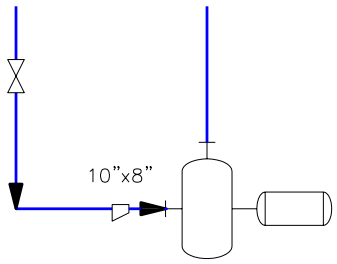

Figure 2-79 *Modified size of a line*
4. Modify the size of the line to **8"**, refer to Figure 2-79 and choose the **Assign** button from the dialog box.